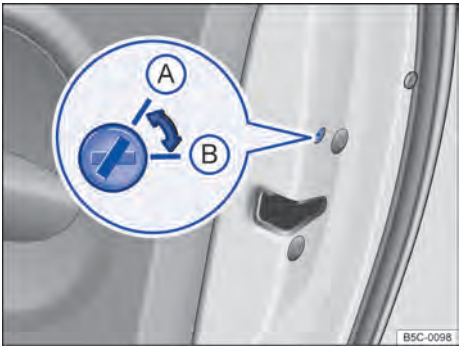

Fig. 153 Na porta do passageiro dianteiro: trava de emergência Ⓐ desativada, Ⓑ ativada.
- Com a haste da chave, girar a fenda da posição ⇒ Fig. 153 Ⓐ para a posição Ⓑ.